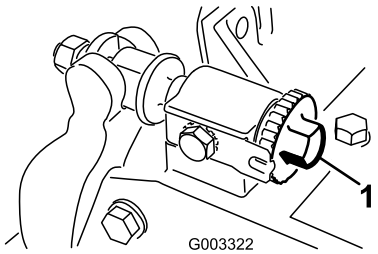
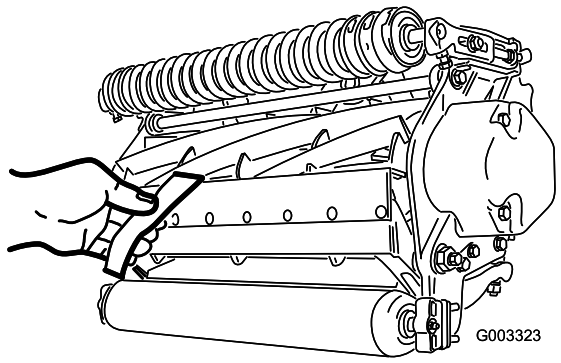

Figur 8
Figur 9
1. Parker maskinen på en jevn arbeidsoverflate. Kontroller at motstålet ikke er i kontakt med noe ved å dreie justeringsskruene på motstålet mot klokken (Figur 8).
Viktig: Pass på at mutrene på baksiden av motstålets justeringsskruer ikke hviler på arbeidsflaten (Figur 8).
3. I én ende av spolen skyver du inn en strimmel med avispapir mellom spolen og motstålet (Figur 9). Mens du sakte dreier spolen fremover, skrur du justeringsskruen (Figur 8) på motstangen med klokken (i samme ende av spolen, ett klikk om gangen, til papiret er i lett klem, når det skyves inn fra fronten, parallelt med motstålet. Du vil merke lett motstand når det trekkes i papiret.
5. Når du har justert ferdig, kontrollerer du at spolen kan klemme papiret når du setter dette inn foran, og at papiret klippes når du setter det inn i en rett vinkel i forhold til motstålet (Figur 9). Det skal være mulig å klippe papir når det er minimal kontakt mellom motstålet og spoleknivene. Hvis det er for stor kontakt/spolemotstand, vil det enten være nødvendig å slipe eller etterslipe klippeenheten for å få de skarpe kantene som kreves for å klippe presist (se Toros håndbok for sliping av spole- og rotasjonsklippere, skjemanr. 80-300PT).